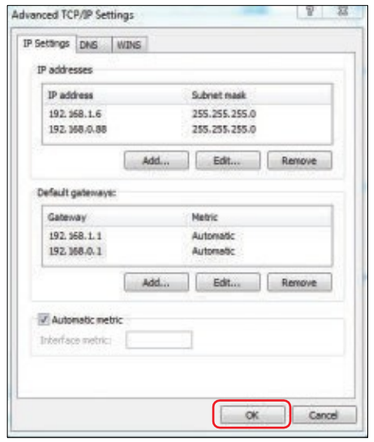

Fig. 6.12
(6) Return to “Advanced TCP/IP settings” and click OK (See Fig. 6.12).